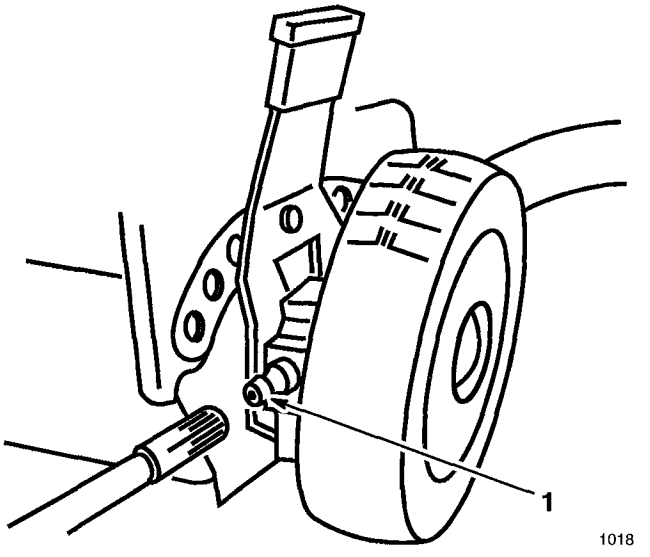

Figure 27
1. Wipe grease fittings on rear height-of-cut adjustors (Fig. 27) with a clean rag.